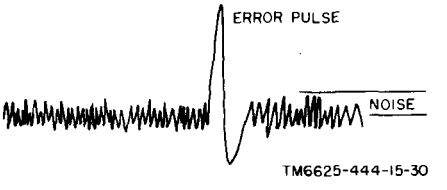

Figure 6-16. Amplifier output waveform.
(10) If a steady square wave (leading edge at the same point as the error puke) now appears, rotate R–618 counterclockwise (CCW) until the square wave just starts to *blip.* If no square wave is preset, rotate R-618 clockwise (CW) until a steady square wave appears, and then ccw until the square wave just starts to *blip.*
(11) Move the oscilloscope input to TP2 and adjust the voltage divider to a setting of 0.00005 more than the null; for example, if the null was 0.00048, the new setting is 0.00053.
(12) If a steady square wave appears, rotate balance control R28 cw until the square wave just starts to *blip;* then, return R28 ccw one-half the turns to the initial setting. If the square wave is *blipping* initially, rotate R28 ccw until the same degree of *blipping* is present as described in (10) above; then, return R28 cw one-half the turns to the initial setting. The balance potentiometer should now be balanced and require only slight adjustment in the recheck procedures given in (13), (14), and (15) below.
(13) The amplitude of the square waves should be within 20 percent of that shown in (10) and (12) above. If the amplitude in (10) above is less, Q6 is defective; if the amplitude in (12) above is less, Q8 is defective. Repeat the procedures given in (9) through (12) above to check the amplitudes and refine the adjustment.
(14) Slowly turn R18 cw until the *blipping just* stops. Decrease the setting of the voltage divider by 0.000015; for example, if the setting was 0.000530, the new setting is 0.000515. If the square wave is still present, the amplifier requires repair.
(15) Without changing the voltage divider setting, move the oscilloscope input to TP1. Observe that the pulse-to-noise ratio is greater than 3:1 (fig. 6-16).